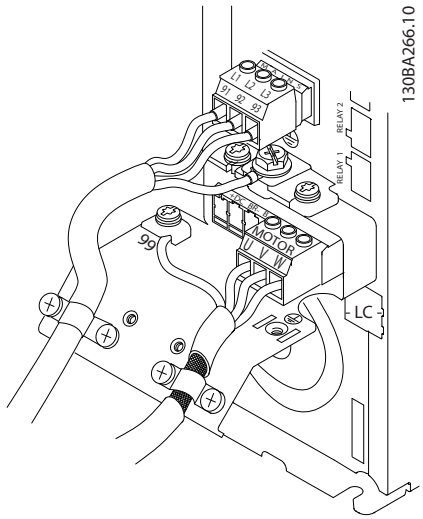

Abbildung 4.15 Erdung mit abgeschirmtem Kabel
Erdungsschellen werden für Motorkabel mitgeliefert (siehe *Abbildung 4.15*).
Abbildung 4.15 zeigt vereinfachte Anschlussbilder für Netzanschluss, Motor und Erdung eines Frequenzumrichters. Die jeweiligen Konfigurationen ändern sich je nach Gerätetypen und optionaler Ausrüstung.
- Schließen Sie die 3 Phasen des Netzeingangs an die Klemmen L1, L2 und L3 an (siehe *Abbildung 4.15*).